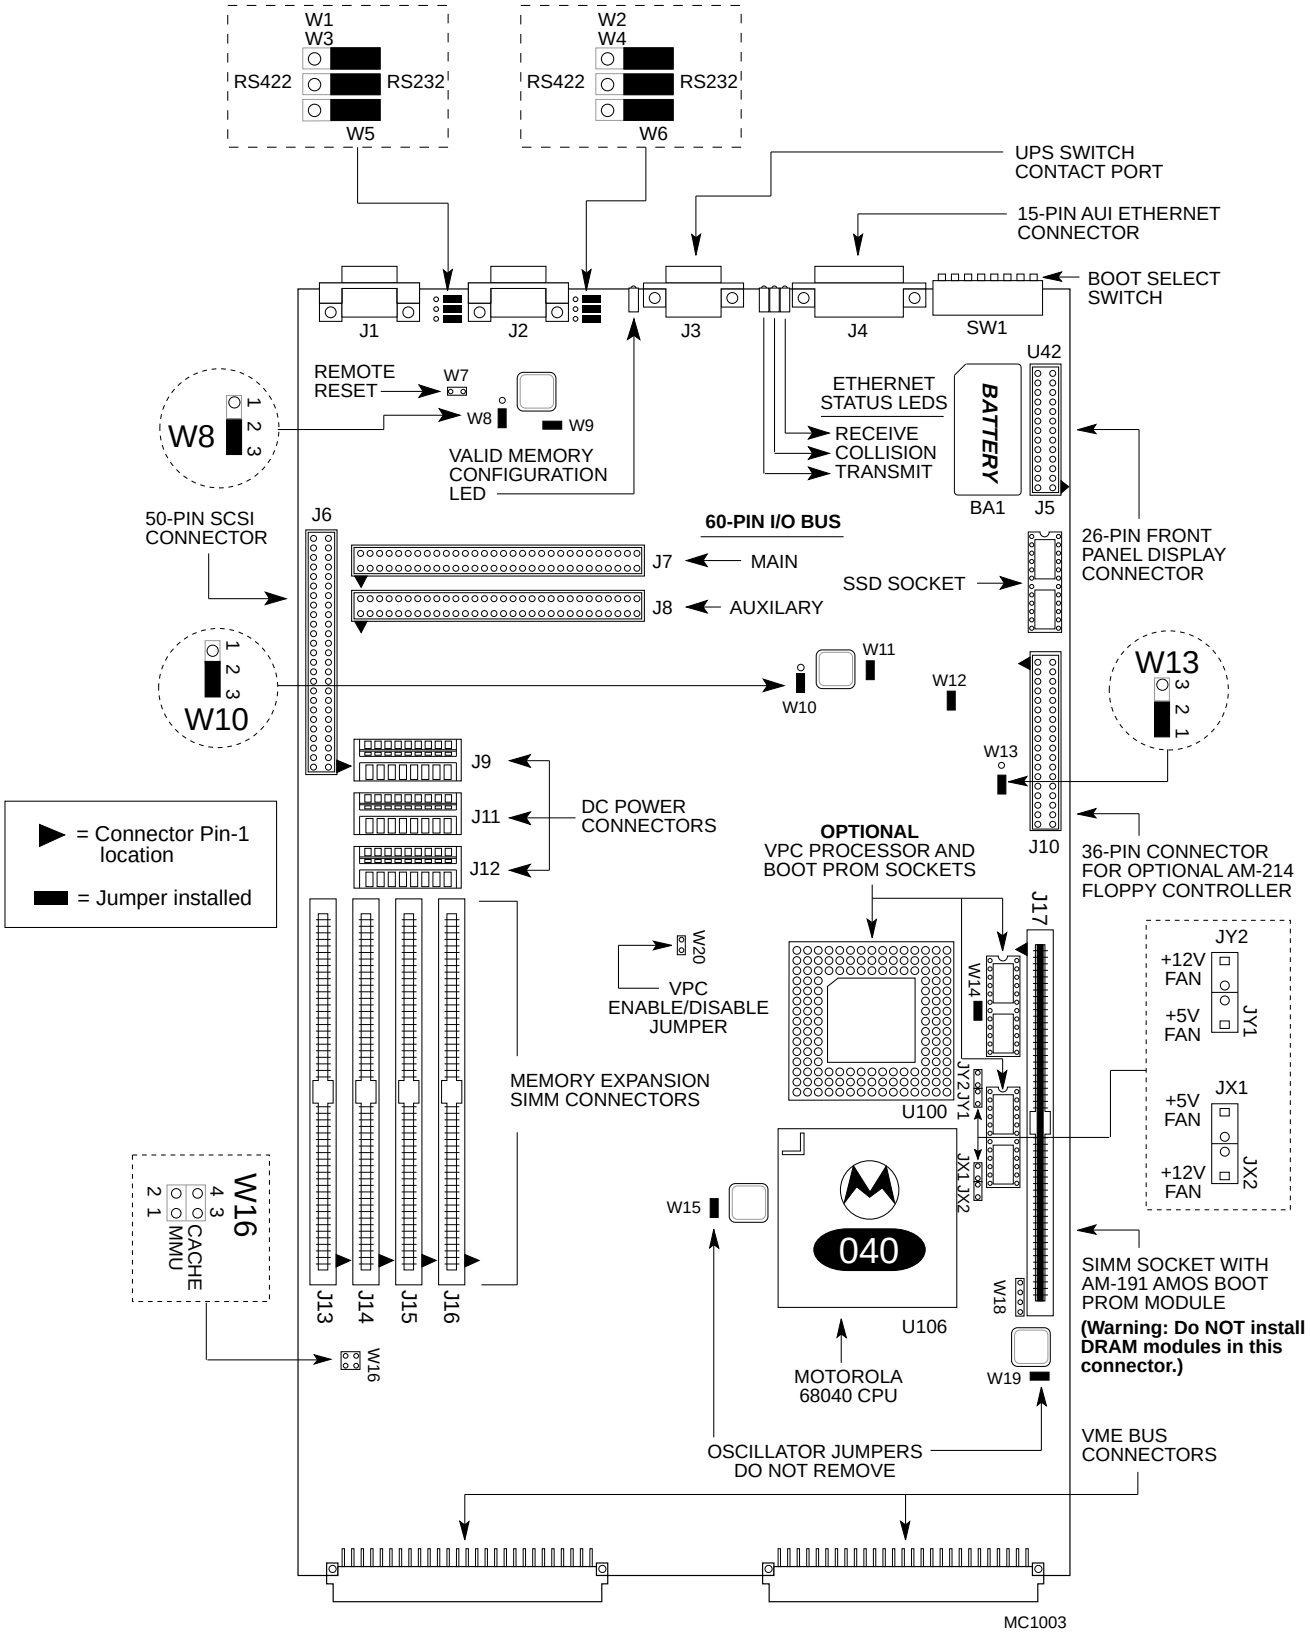

Figure 4. AM-190 CPU Board
Using Figure 4 as a reference, SIMM modules are plugged into the AM-190 board at locations J13, J14, J15, and J16. The first SIMM module will be installed in location J13; the second (if applicable) will be installed in location J14; the third (if applicable) will be installed in location J15; the fourth (if applicable) will be installed in location J16.
Three jumpers on the AM-190 CPU board select RS-232 or RS-422 protocol for the TXDx, RXD+, and RXD- lines of each serial I/O port. Jumpers W1, W3, and W5 control port 0. Port 1 is controlled by jumpers W2, W4, and W6. Figure 4 shows the jumpers for both serial ports set to the RS-232 position. To change a port to RS-422 operation, simply move all three jumpers to the RS-422 position.
The AM-190 board is shown in Figure 4 with all of its jumpers set in their default positions. The illustration is followed by a jumper configuration table, which explains the function and default setting for each jumper on the board.
Figure 4 shows the AM-190's J3 uninterruptible power source (UPS) switch contact port. In order to use the UPS switch contact port, your AMOS operating system must be no earlier than AMOS 1.4C or AMOS 2.2C and the version of UPSTAT.LIT must be 1.0(105) or later. By using the UPSTAT.LIT program (available on AMTEC+), UPS status messages and corresponding front panel display codes are relayed to the user. These messages and front panel display codes are shown in Table 2: